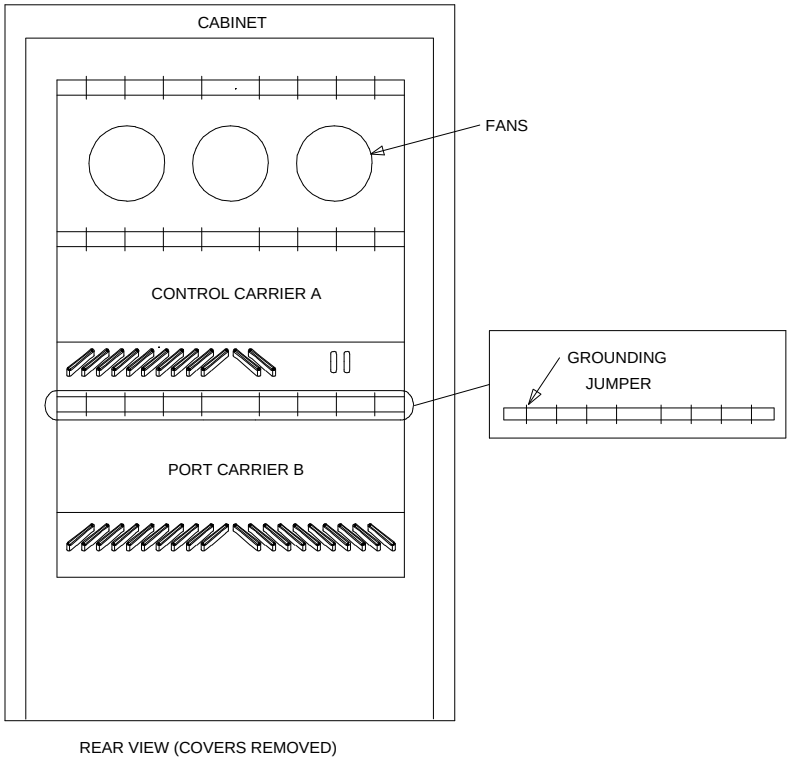
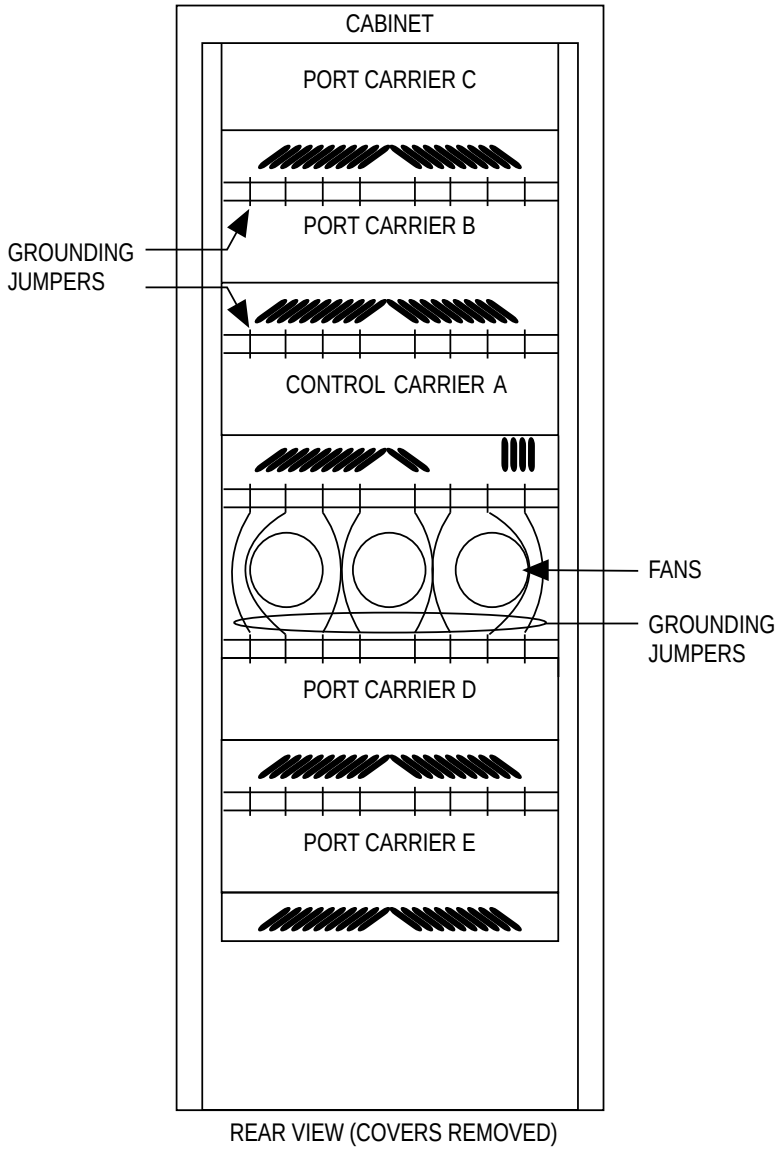

Figure 10-41. Locations of Grounding Jumpers (Small Cabinet)
Figure 10-42. Locations of Grounding Jumpers
7. Install eight grounding jumpers from the adjacent backplane to the new carrier backplane wiring (Figure 10-41 and Figure 10-42).